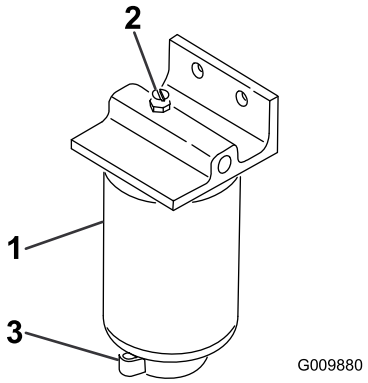

Figur 47
2. Løsn aftapningsventilen i bunden af filterskålen (Figur 47).
1. Rengør området, hvor filterskålen monteres (Figur 47).